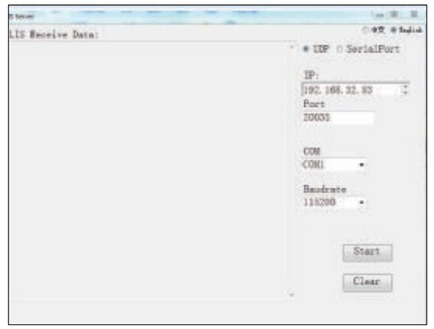

Fig. 6.18
3) Open LIS data receiving software installed in the computer, select "network port". Click “Start” (See Fig. 6.18).